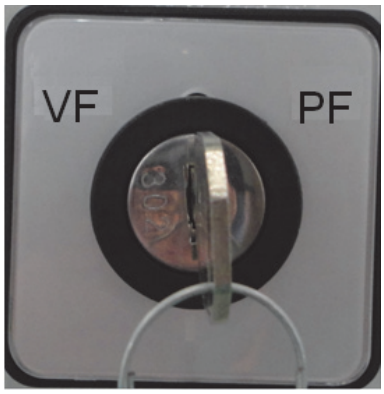

Fig.4 Variable-frequency/power-frequency switch
- The switch SF2 for variable-frequency/Power-frequency switching with each other is available, as shown in Fig.4.